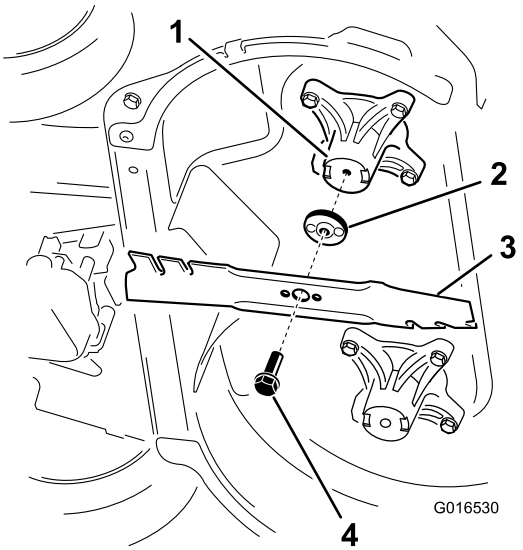

Rysunek 39
2. Zdemontuj poszczególne ostrza w sposób przedstawiony na Rysunek 39.
1. Zamontuj pierwsze ostrze poziomo, razem z całym osprzętem montażowym, w sposób przedstawiony na Rysunek 39.